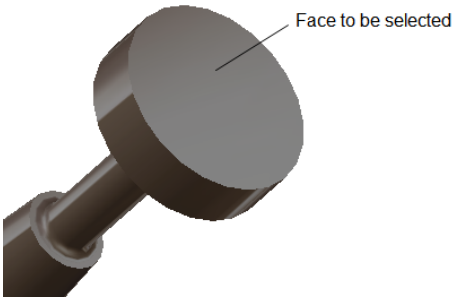
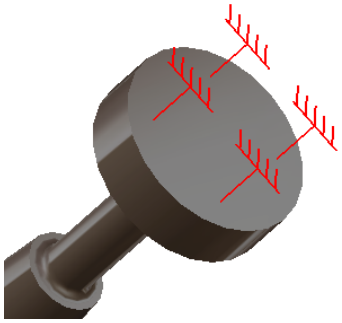

Figure 19-127 *The bottom face to be selected*
Figure 19-128 *The clamp restraint applied to the selected face*
2. Choose the bottom face of the shaft, as shown in Figure 19-127 and then choose the **OK** button from the **Clamp** dialog box; the clamp restraint is applied, refer to Figure 19-128.